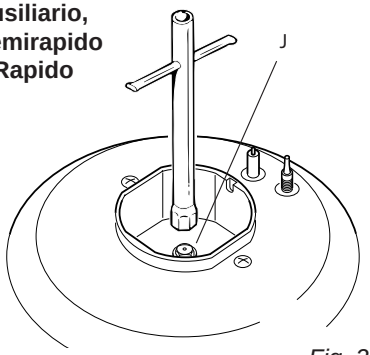

Fig. 2.2a
- Con una chiave fissa sostituire gli ugelli "**J**" (fig. 2.2a, 2.2b, 2.2c, 2.2d) con quelli idonei per il gas da utilizzare.